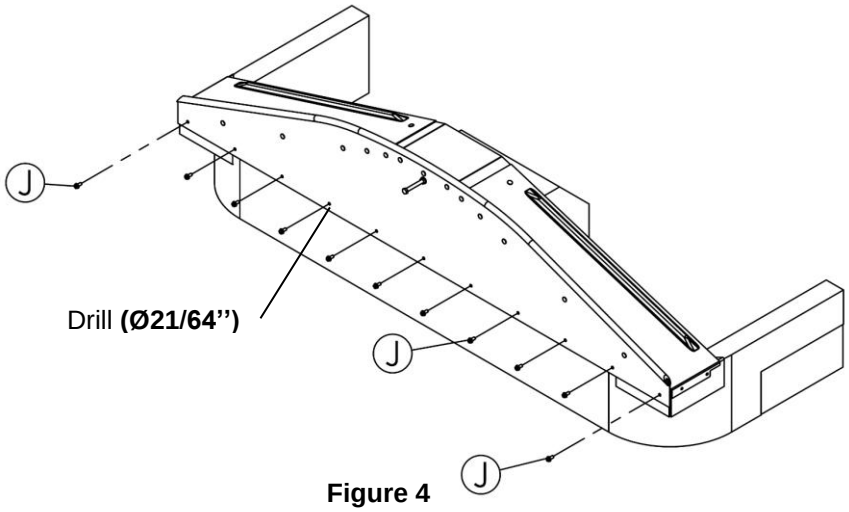

Figure 4
2. **Figure 4.** Make sure the cap is well supported. Drill **Ø21/64''** and screw both extremities of the cap.